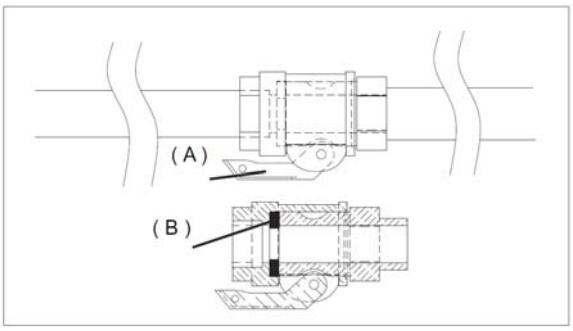

FIG. 8
(B) se encuentre presente, como se ilustra en la fig. 8.